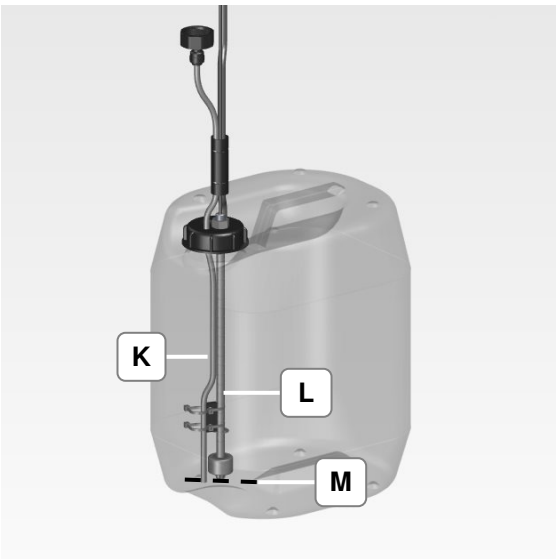

Figure 4.5.5: Water hose and cable
Pump Operation • The trouble-free functioning of the pump operation is guaranteed when water hose (K) and cable (L) are set to the same level (M) (Figure 4.5.5)